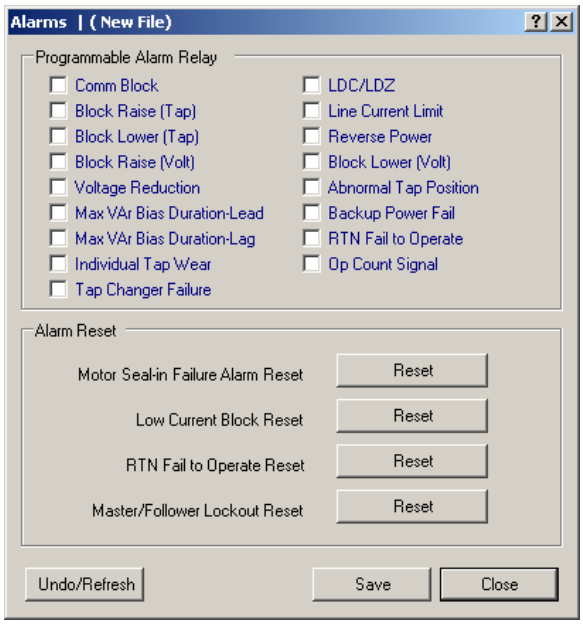

Figure 5-2 Programmable Alarm Relay Setting Dialog Screen
1. Select **Setup/Alarms** from the TapTalk toolbar. TapTalk will display the Alarms dialog screen (Figure 5-2).